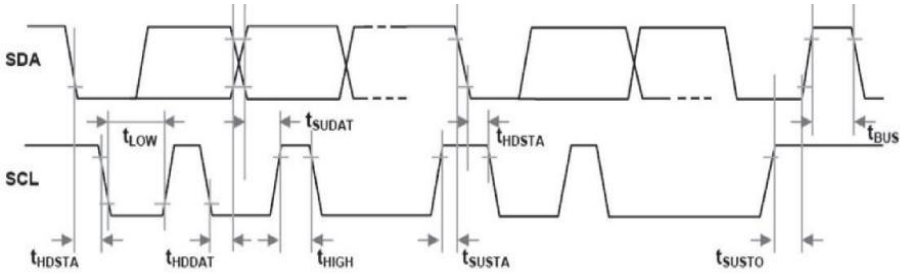

Figure 3: Reference circuit I²C protocol data transmission timing diagram
In the Start(S) condition, SCL is high, and SDA changes from high level to low level, representing start. In the Stop(P) condition, when SCL is still high, SDA changes from low level to high level, representing stop. Both the start signal and the end signal are sent by the master. After the start signal is generated, the bus is in the occupied state, and after the end signal is generated, the bus is in the idle state, as shown in Figure 3.